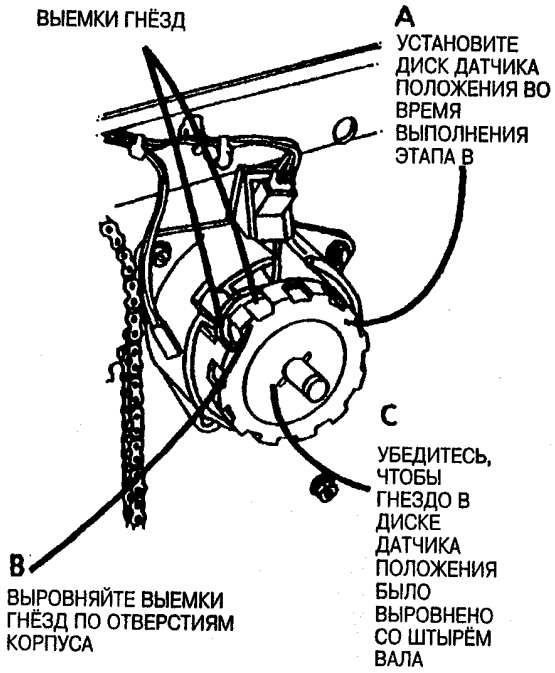

Рис. 2. Установите диск датчика положения
2. (Рис. 2): Установите диск датчика положения.